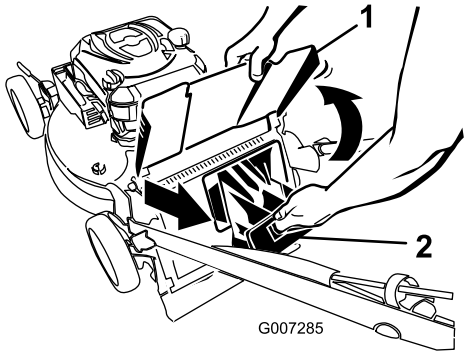

Figura 20
2. Levante y sujete el deflector de descarga (Figura 20).
3. Saque el tapón de descarga trasera (Figura 20).